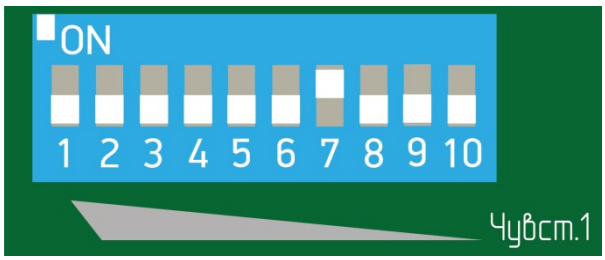

Рисунок 7.26
– при отсутствии тревожного извещения увеличить чувствительность, установив флажок 7 переключателя регулировки чувствительности в положение «ON» (верхнее положение), все остальные флажки в нижнее положение (рисунок 7.26) и повторить попытки несанкционированного проникновения через заграждение по выше указанной методике.